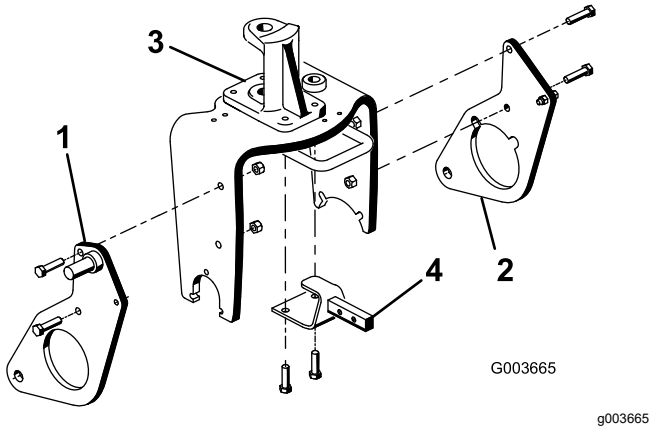

Figur 11
1. Monter højre plovplade på højre side af styrehjulsgaflen løst med to bolte (½ x 2 tommer) og låsemøtrikker som vist i Figur 11.
2. Gentag proceduren med den venstre plovplade (Figur 11).
4. Fjern og kassér de 2 bolte, der fastgør det forreste af styretappen øverst på styrehjulsgaflen (Figur 11).
5. Brug styrehjulsgaflen og monteringshullerne i styretappen til at montere trækrammens beslag på undersiden af styrehjulsgaflen med to bolte (½" x 1¾"). Se Figur 11.